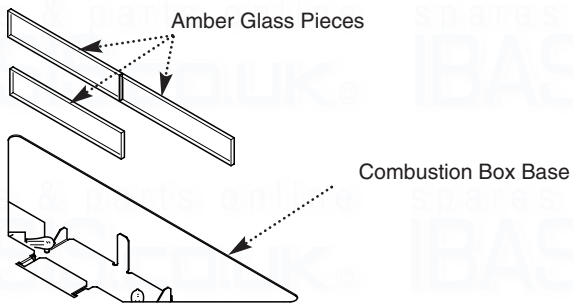

Fig. 20
10. Unpack the glass and fit two of the amber pieces vertically between the tabs at the rear, and the remaining one between the two bulbs at the front (Fig. 20).